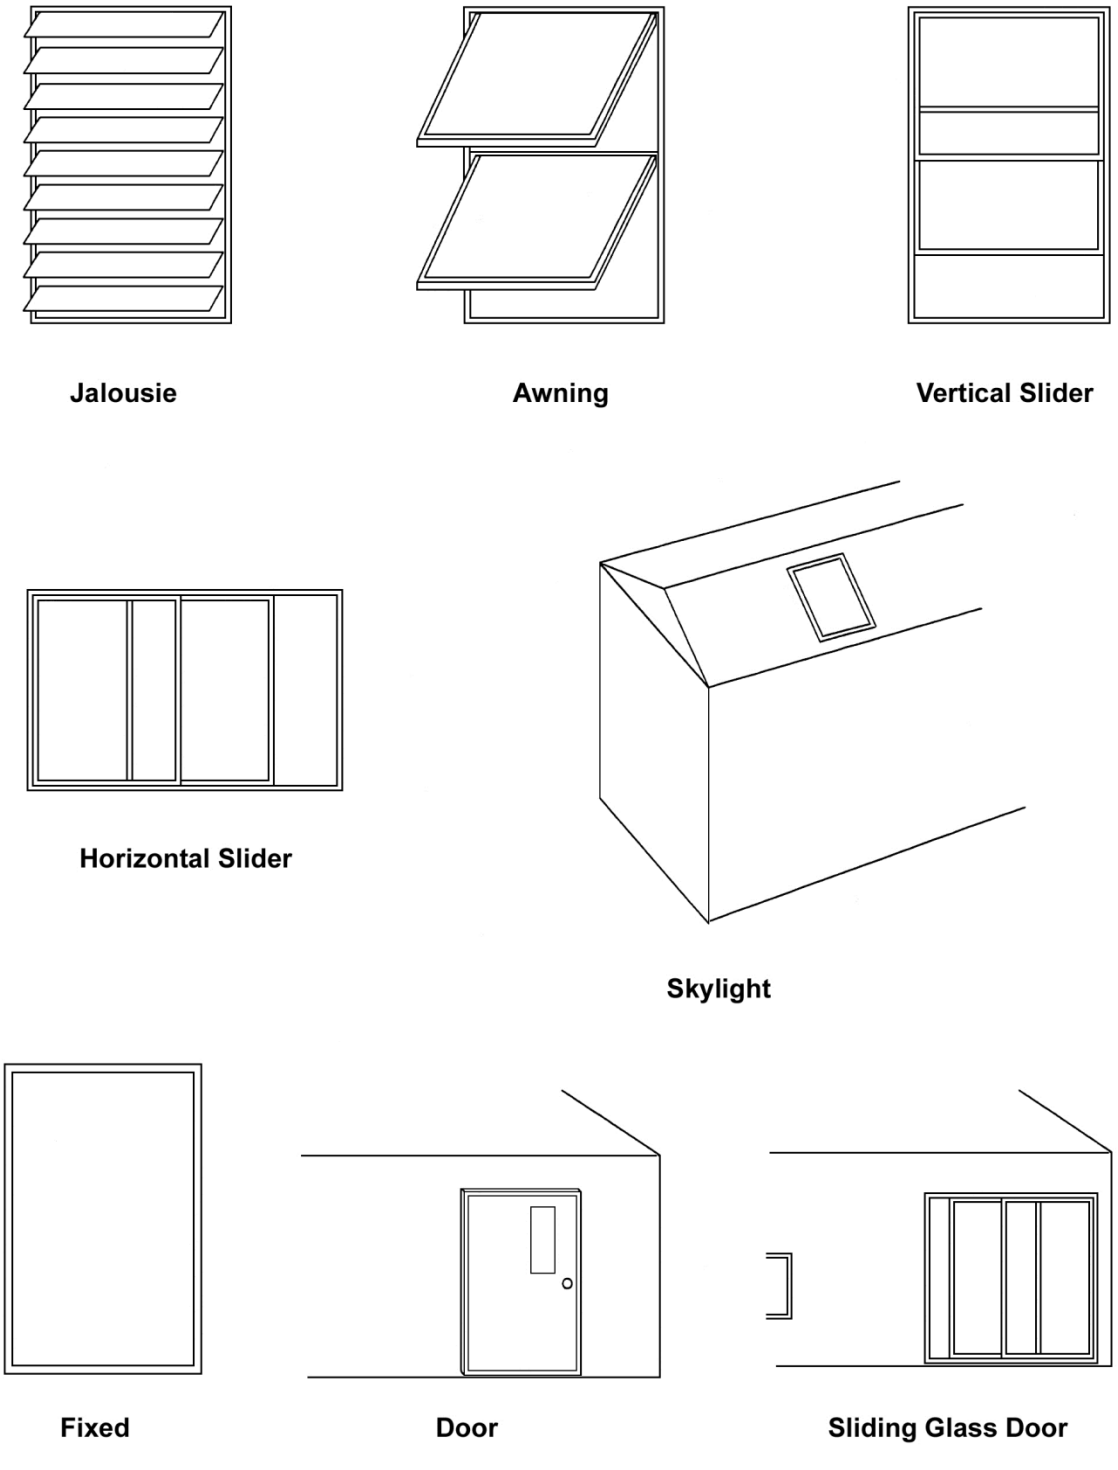

Figure 9.3. Basic types of windows.
- **Window Type** − Select what basic type of window this is. The choices are Jalousie, Awning, Slider, Fixed, Door Window, Sliding Glass Door, and Skylight. These choices are shown in Figure 9.3 and described below. NEAT does not use the window type in any of its calculations. This entry is provided for your benefit, so that you can clearly identify and recall the type of window being described. In addition, you can better determine the correct entry for the Leakiness field described below if you know the window type. *Optional*.